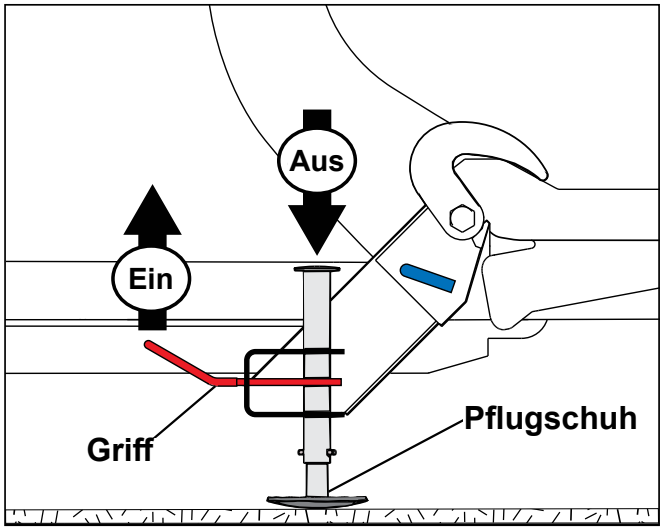

Bild 2
3. Wenn die Pflughörner in den Aufnahmehalterungen sitzen, ziehen Sie den Griff (Bild 2) nach oben, der Gleitschuh hebt sich vom Boden.